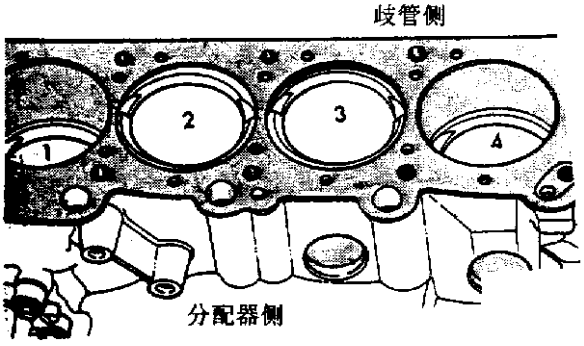

图 3－70　活塞标记
②拆去油底壳。检查连杆和连杆瓦做气缸识别，若必要，将其做标记(图 3－71)。
③将排气门向发动机歧管侧卸压。
④连杆上的喷射孔必须面对发动机的正时带端。
⑤活塞和连杆必须从缸体的顶部被拆去。旋转曲轴使每根连杆均在缸径的中央。